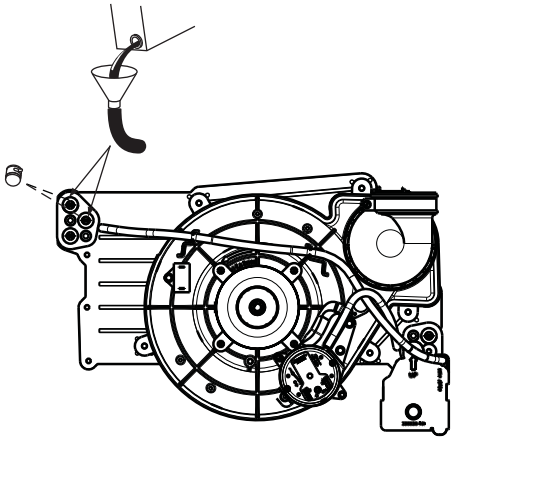

Fig. 59 - Amorçage du siphon de condensat
4. Retirez le bouchon supérieur en caoutchouc inutilisé de l'orifice de la boîte collectrice à l'opposé du siphon de condensat. Consultez la fig. 59.
9. Retirez le bouchon central en caoutchouc inutilisé de l'orifice sur la boîte collectrice, à l'opposé du siphon de condensat. Consultez la fig. 59.